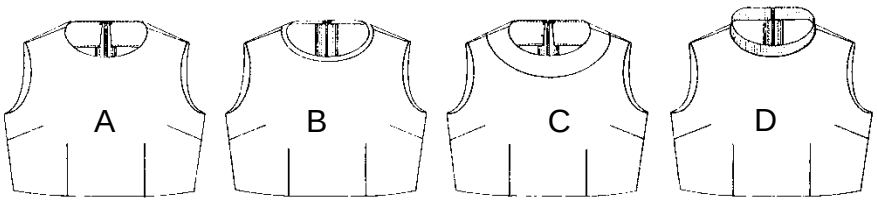

FIGUUR 5 (4)
2.1.3 Krae is nie die enigste detail wat gebruik kan word om die halslyn van die bloes hier bo af te rond nie. Bestudeer FIGUUR 5 hier bo en benoem elke soort halsafwerking wat hier onder getoon word.